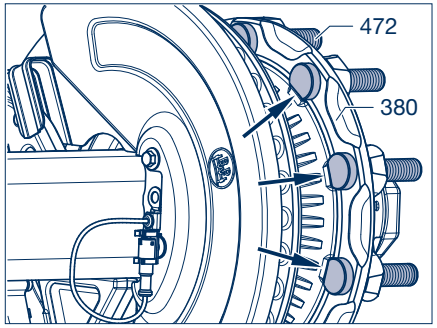

Рисунок 26
[37] Вставить болты крепления колеса (472) максимально глубоко в тормозной диск/ступичную систему ECO. При этом следить за правильным положением головки болта на тормозном диске (380, защита от прокручивания), см. рис. 26.